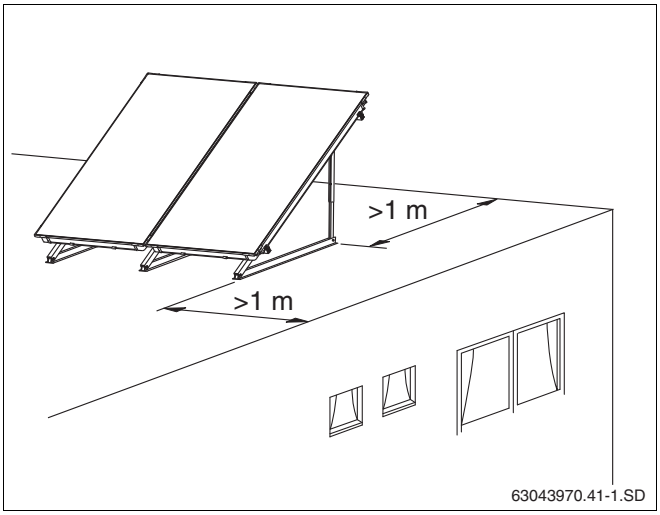

Рис. 15 Расстояние от края крыши
- Следите за тем, чтобы уже при монтаже между подставкой и краем плоской крыши выдерживалось расстояние не менее одного метра (рис. 15).